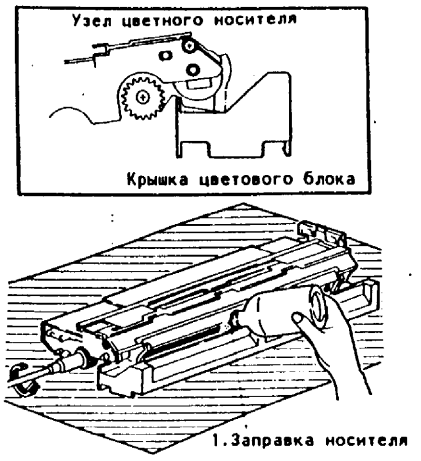

Рис.2. Заправка носителя
1. (Рис.2): Заправить носитель.